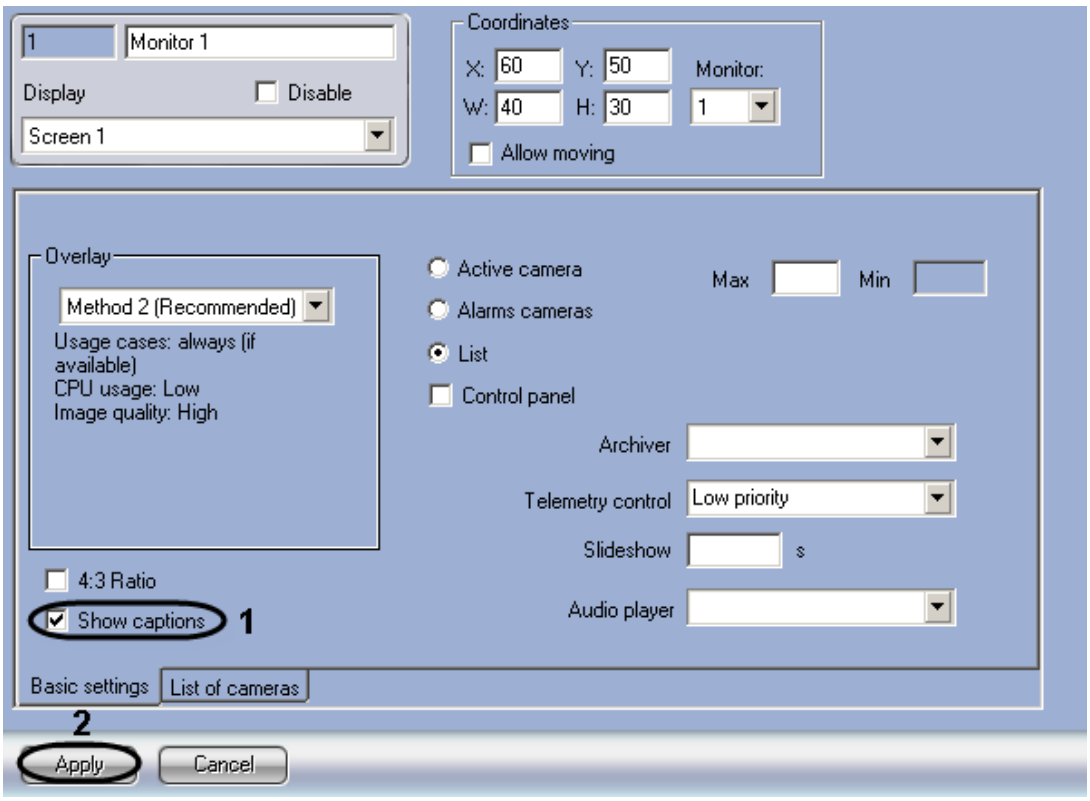

Figure 8.4-48 Configuring the titles showing
1. Go to the settings panel for the “Monitor” interface object (Figure 8.4-48).
2. To disable the titles showing menu, uncheck the “Show captions” checkbox in the “Basic settings” tab (Figure 8.4-48, 1).
3. Click the “Apply” button to save the changes (Figure 8.4-48, 2).